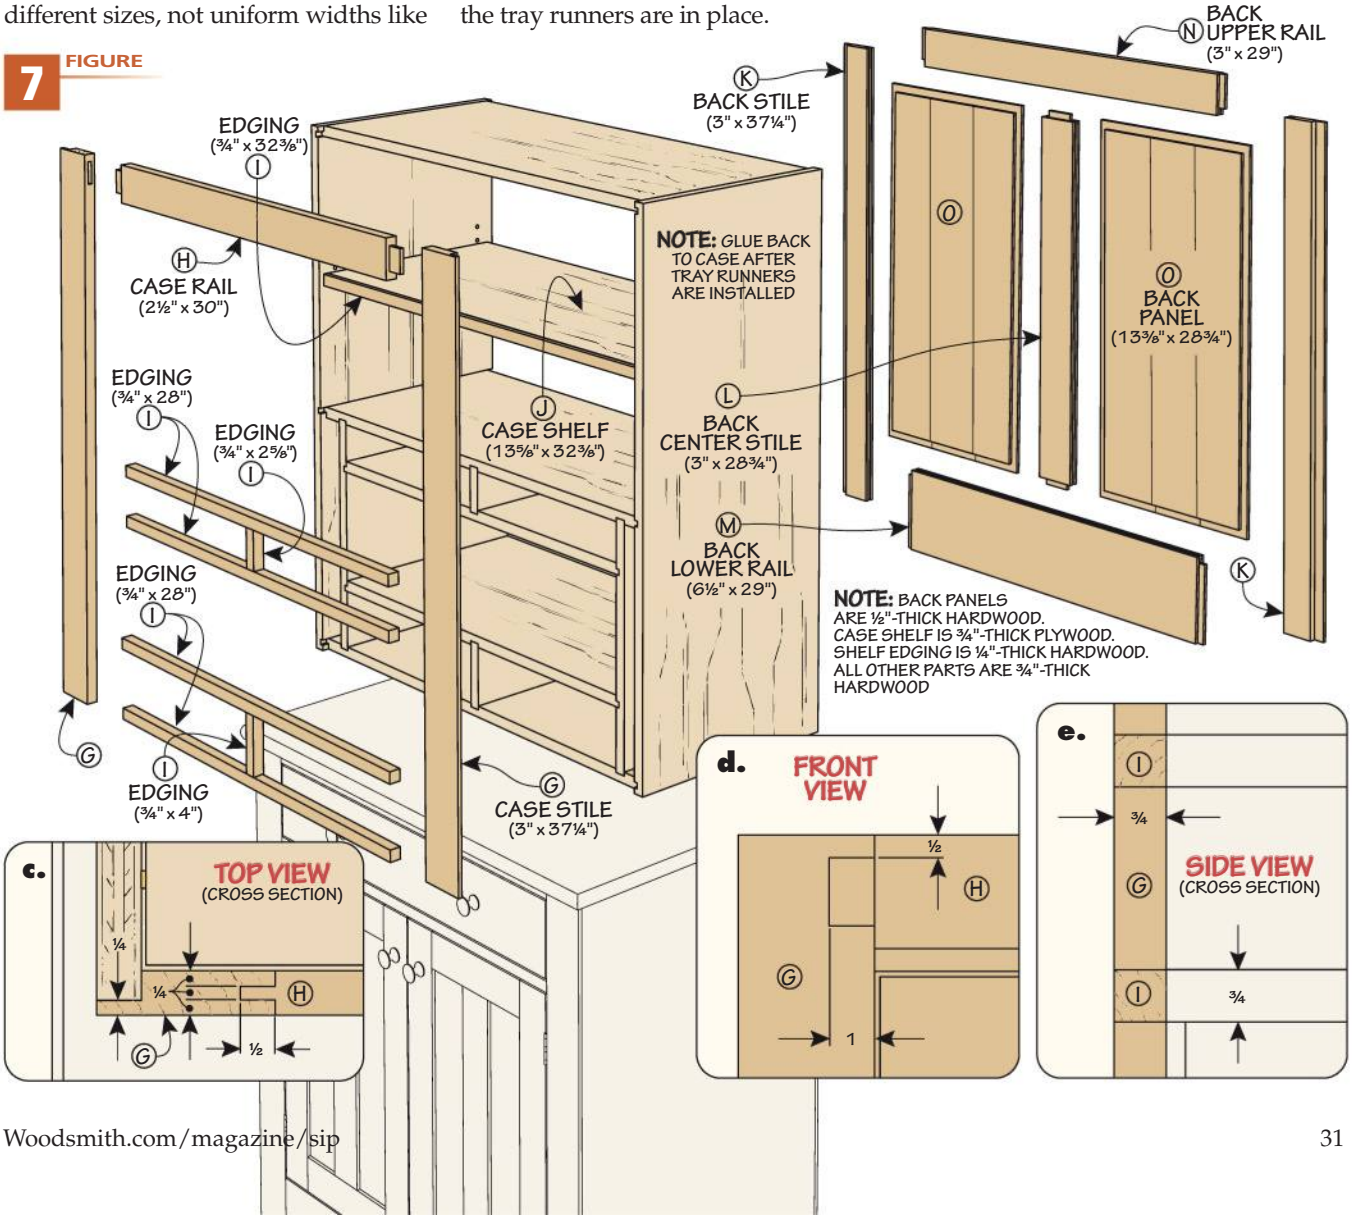

FIGURE 8
**THE DRAWERS.** The drawers here are modest in size compared to the one in the base. But they're just as sturdy and well-connected to the case. The full-extension drawer slides used here are a little shorter, but just as strong (Figures 8 and 8f). Again, read and follow the instructions that come with your slides. As you see in Figures 8d, 8e, and 8f, the joinery for these two drawers is the same as their big brother.